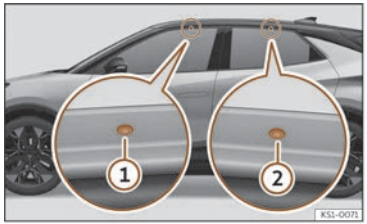

Fig. 168 Attachment points for the crossbars for the roof carrier.
The front and rear attachment points (1) and (2) are only visible when the doors are open ››› **Fig. 168**.